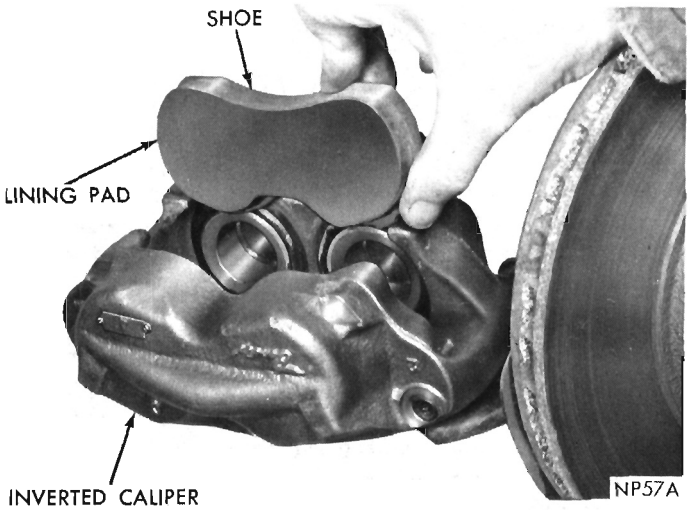

Fig. 6—Removing or Installing Brake Shoe and Lining
(5) Carefully remove brake shoe and lining assembly, (one at a time through bottom opening.) (Fig. 6.)
BRAKE SHOE INSTALLATION (Fig. 6)